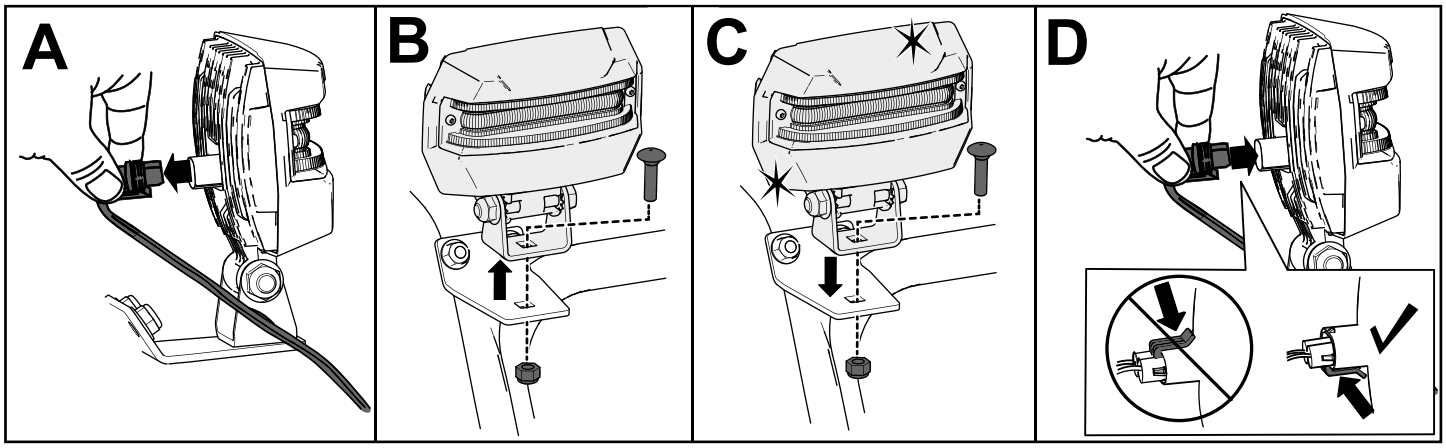

Figur 39
1. Ta bort strålkastarkablaget från baksidan av strålkastaren (A i Figur 39).
2. Ta bort skruven och muttern som håller fast strålkastarenheten på strålkastarfästet och ta sedan bort den gamla strålkastarenheten (B i Figur 39).
3. Fäst den nya strålkastaren på strålkastarfästet med muttern och skruven som togs bort tidigare (C i Figur 39).
4. Skjut in strålkastarkablaget rakt in i strålkastarens baksida tills det sitter fast ordentligt (D i Figur 39).